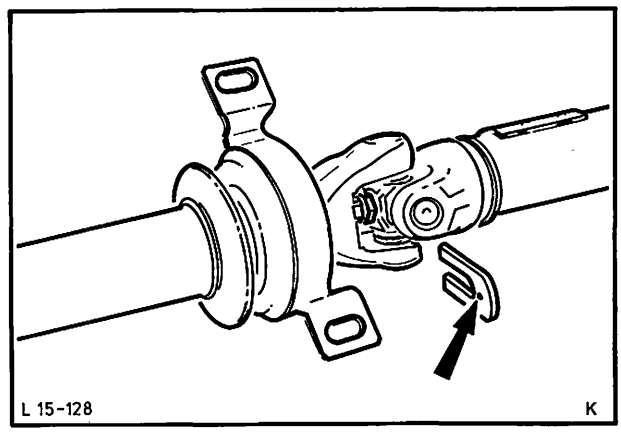

Abb. 195 U-Scheibe einsetzen. Auf Zapfen (Pfeil) achten.
10. U-Scheibe in der unter Pkt. 2 gezeichneten Lage mit dem Zapfen zur Verzahnung hin einschieben, Abb. 195.